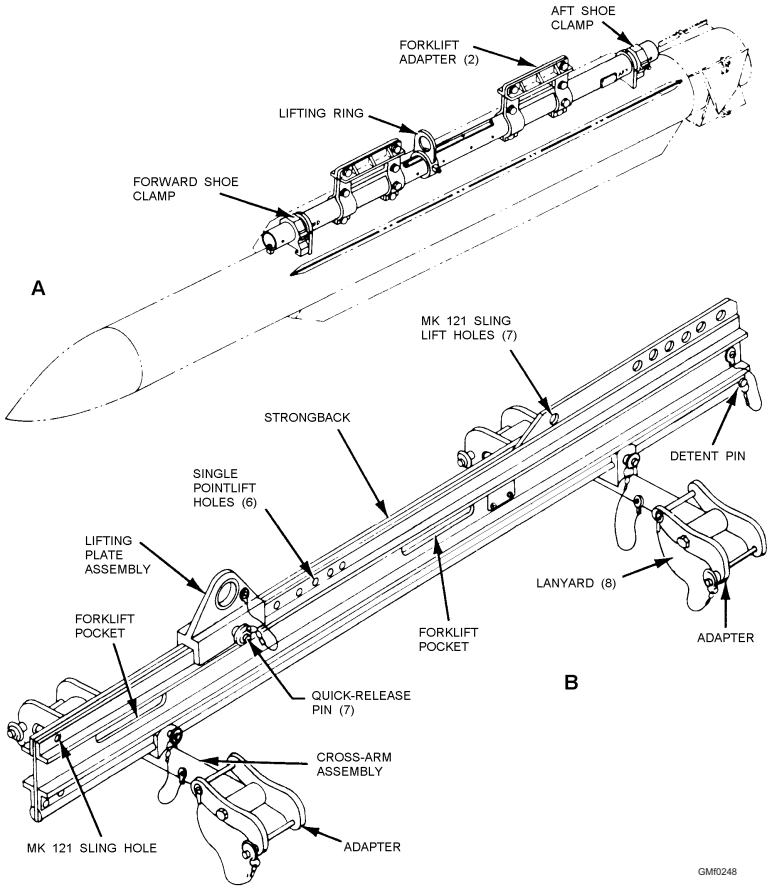

**Figure 2-48.—View A. A Mk 5 hoisting beam attached to a missile; View B. A Mk 15 hoisting beam.**
**HOISTING BEAMS**.—Figure 2-48 shows two common hoisting beams. These devices are often called handling beams or strongbacks. Generally, a hoisting beam attaches to the shoes of the round or to its handling bands. The round can then be lifted out of its
The Mk 5 hoisting beam (fig. 2-48, view A) handles Standard missiles. It is manually connected to the shoes of the missile. The two shoe clamps slide over the upper shoes of the round.
The Mk 15 hoisting beam (fig. 2-48, view B) can be adjusted to handle all rounds. Instead of clamping to the missile shoes, it attaches to the Mk 79 handling bands. The adapters and cross-arm assemblies can be adjusted to different load lengths. The lifting plate assembly can also be moved to obtain the correct center of gravity for different loads.